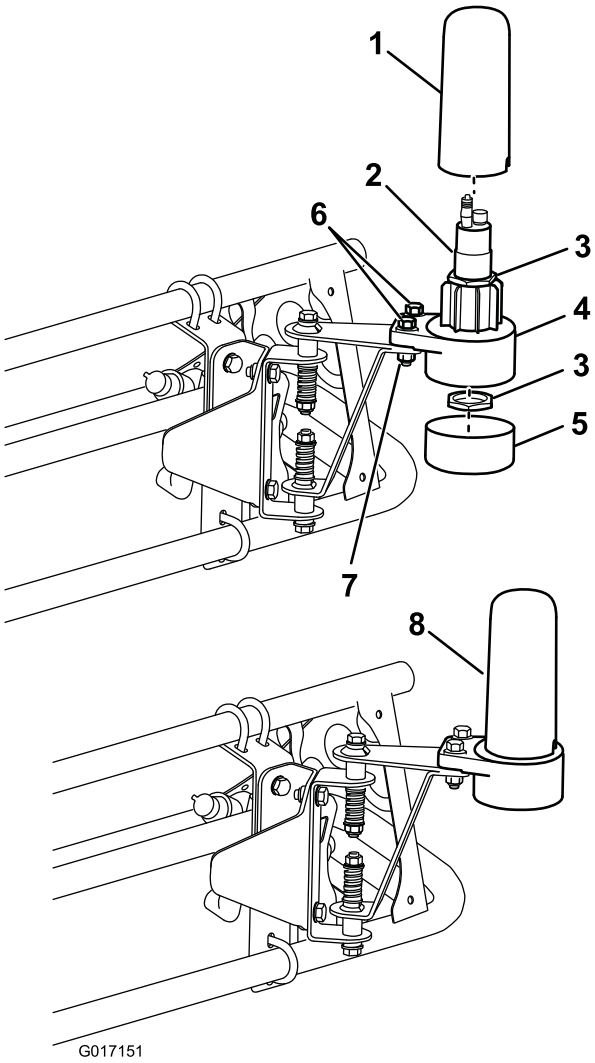

Figuur 13
4. Monteer de behuizing van de onderste sensor op het bevestigingsmateriaal van de sensor met 2 bouten (5/16 x 1-1/4 inch) en 2 flensmoeren (5/16 inch) (Figuur 13).
6. Plaats de sensor in de onderste sensorbehuizing en maak hem vast met 2 meegeleverde moeren (Figuur 13).
7. Plaats het dopbuisje en het deksel (Figuur 13).